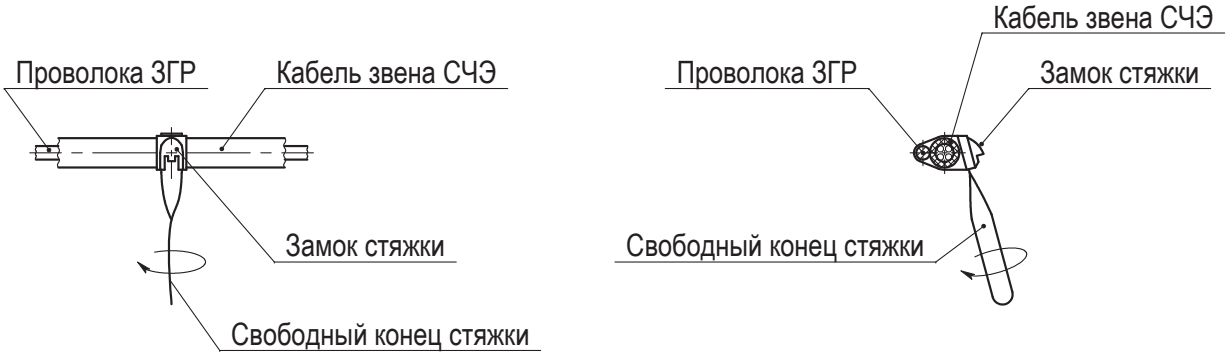

Рисунок 1.2 – Крепление кабеля звена СЧЭ на сетчатом заграждении
1.3.5 Крепление кабеля звена СЧЭ с использованием комплекта монтажных частей (КМЧ-У) БАЖК.468921.007 выполнять следующим образом (рисунок 1.2):